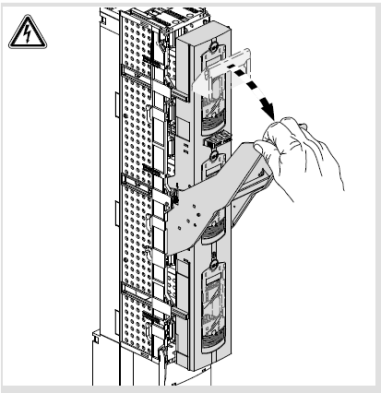

Rys. 8 Rozłączenie rozłącznika
- Wyłączyć rozłącznik, pociągając dźwignią napędu w dół wg Rys. 8;
2) Rozłączyć rozłącznik bezpiecznikowy, pociągając dźwignią napędu w dół, wg Rys. 8.